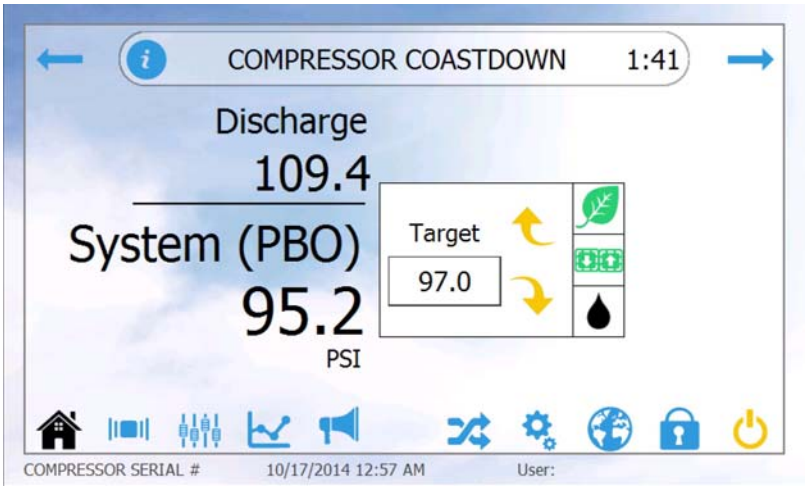

FIGURE 3-9
4. Once the emergency shutdown command has been received, the compressor with enter a coastdown state, as shown in Figure 3-9.